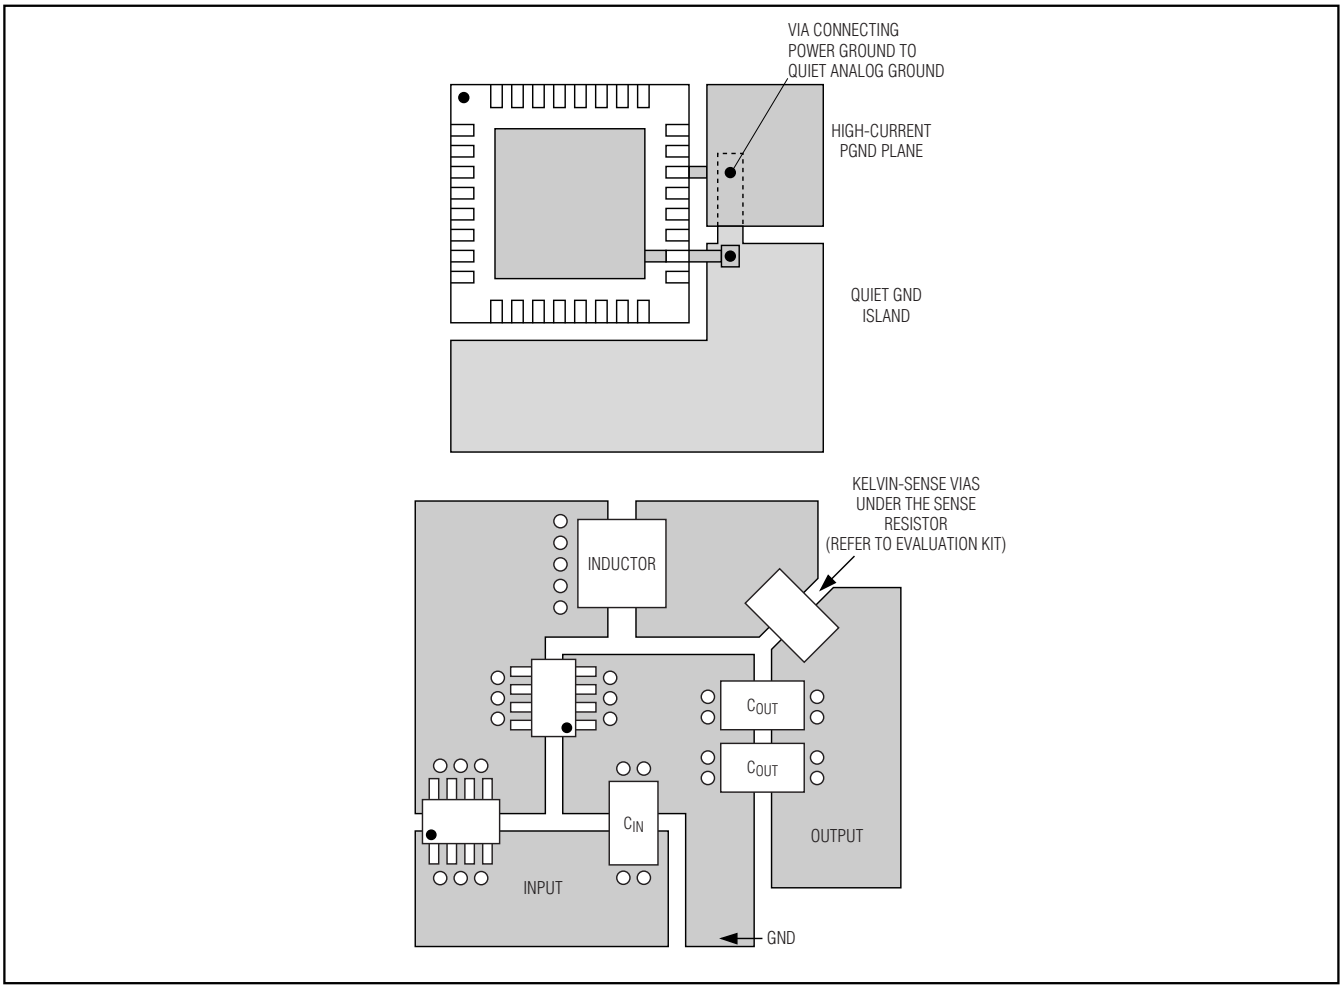

Figure 18. MAX1535A PC Board Layout Example
5) Use a single-point star ground placed directly below the part at the PGND pin. Connect the power ground (ground plane) and the quiet ground island at this location. See Figure 18 for a layout example.